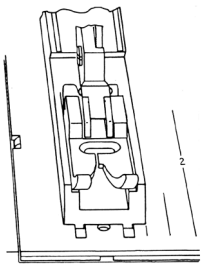

Рис. 20
- Одновременно вложите под лапку с задней стороны установочный шаблон для подъема лапки (63-114 690-39), заведя его в прорезь игольной пластины (рис. 20).